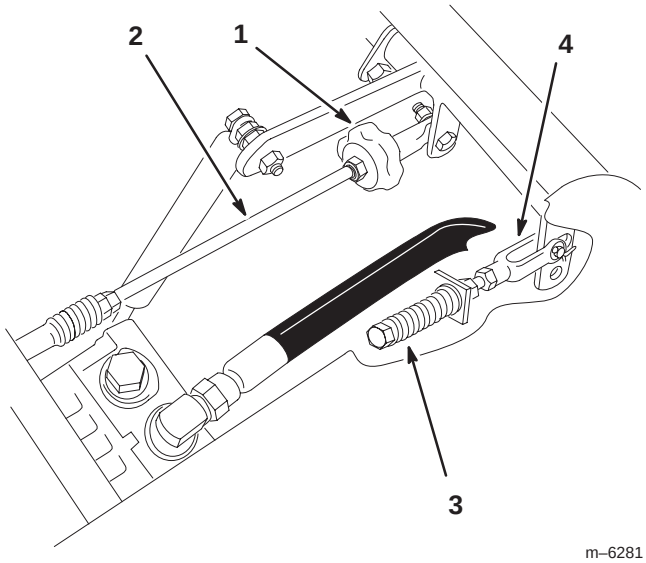

Figure 55
2. Réglez la longueur de la tige de pompe en tournant le bouton dans le sens voulu, jusqu'à ce que la roue soit immobilisée ou tourne légèrement en marche arrière (Fig. 55).